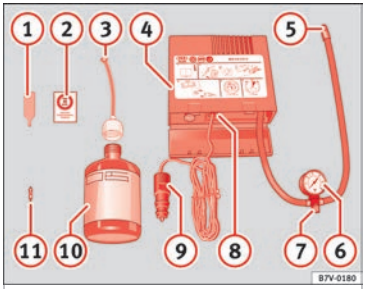

Fig. 41
- Unscrew the tyre valve cap and insert. Use the ››› Fig. 41 ① tool to remove the insert. Place it on a clean surface.
- Shake the tyre sealant bottle vigorously ››› Fig. 41 ⑩.
- Screw the inflator tube ››› Fig. 41 ③ into the sealant bottle. The bottle's seal will break automatically.
- Remove the lid from the filling tube ››› Fig. 41 ③ and screw the open end of the tube into the tyre valve.
- Place the insert back into the tyre valve using the tool ››› Fig. 41 ①.
- Screw the compressor tyre inflator tube ››› Fig. 41 ⑤ into the tyre valve.
- Check that the air bleed screw is closed ››› Fig. 41 ⑦.
- Insert the connector ››› Fig. 41 ⑨ into the vehicle's 12-volt socket ››› page 107.
- Turn the air compressor on with the ON/OFF switch ››› Fig. 41 ⑧.